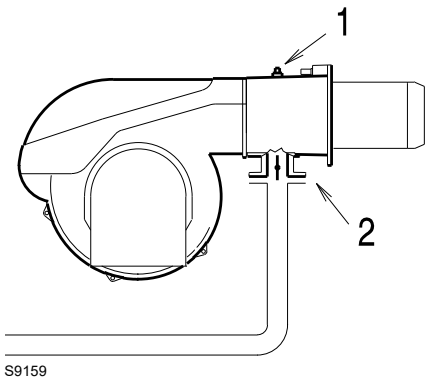

**Abb. 38**
Gasdruck, an der Entnahmestelle 1)(Abb. 38) gemessen mit:
- Gasdrossel zur maximalen Öffnung (90°) wie in Abb. 38;
Strömungsverlust Gasdrossel 2)(Abb. 38) bei maximaler Öffnung: 90° leicht in Richtung Ölstellantrieb.
– Ziehen Sie vom Gasdruck am Anschluss 1)(Abb. 38) den Druck in der Brennkammer ab.
Gasdruck am Anschluss 1)(Abb. 38) = 13,7 mbar
Um stattdessen den an der Entnahmestelle 1) notwendigen Gasdruck zu ermitteln (Abb. 38), nachdem die höchste Modulationsleistung festgelegt wurde, bei der der Brenner arbeiten soll:
– Lesen Sie rechts, in Spalte 1, den Druck an der Entnahmestelle 1)(Abb. 38) ab.
An der Entnahmestelle 1)(Abb. 38) erforderlicher Druck.